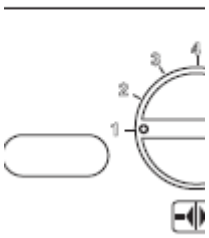

рис. 5.47
• Чтобы выйти из программирования, установите переключатель функций/ручку регулирования температуры 3 как показано на рис. 5.47.